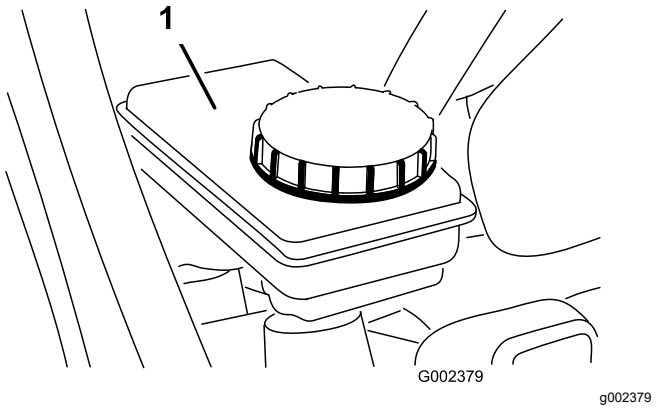

Figur 58
5. Sørg for, at væskestanden går op til linjen Full (fuld) på beholderen (Figur 58).
6. Hvis væskestanden er lav, skal du rengøre området omkring dækslet, tage dækslet af og fylde beholderen med den specifikke bremsevæske til det korrekte niveau (Figur 58).